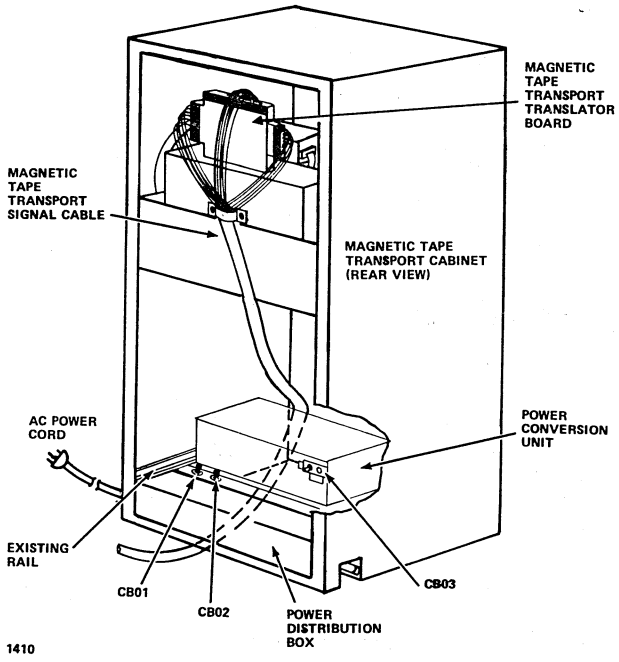
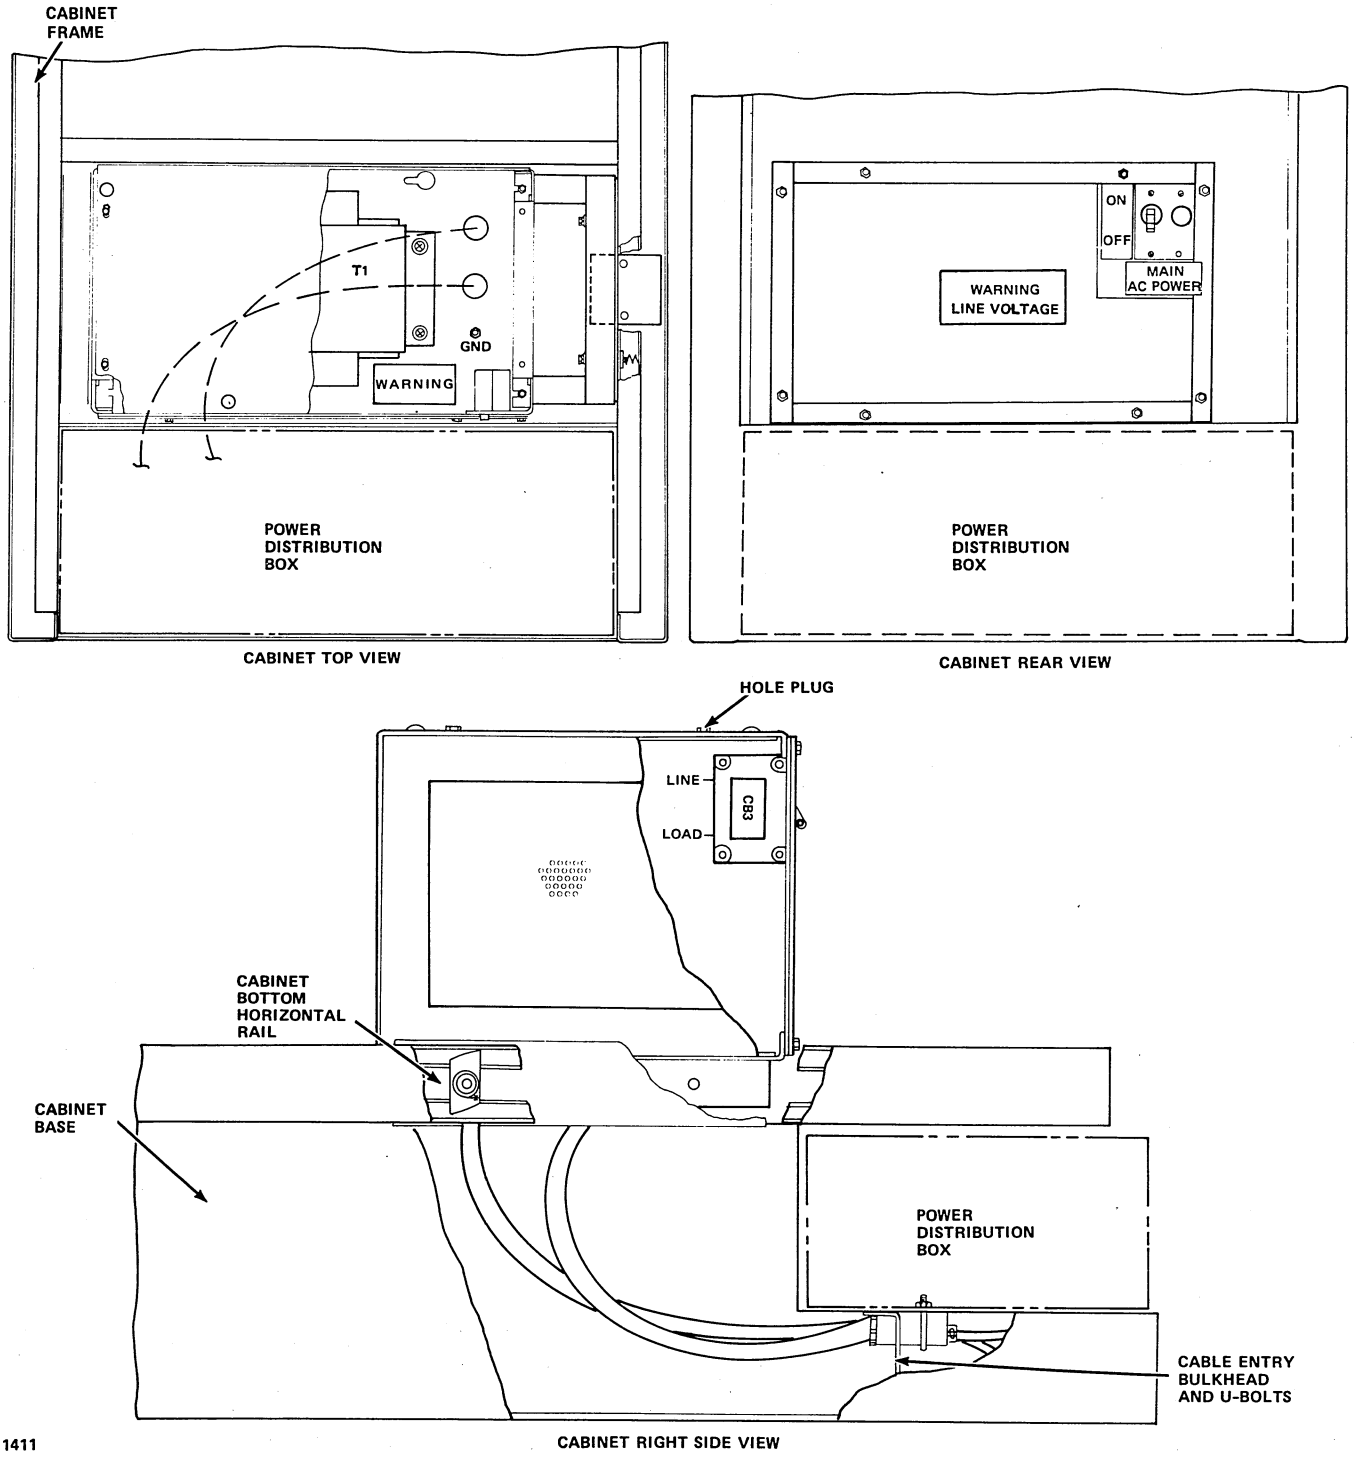

Figure 28-1. Power Conversion Unit Location
Figure 28-2. Power Conversion Unit Installation
The mechanical and electrical installation must be performed sequentially as follows. Figure 28-1 shows the location of the power conversion unit in the cabinet; figure 28-2 illustrates the installation of the power conversion unit.
6. Place the frame support (part number 96752906) and two shims (part number 96752909) in position at the bottom of the cabinet on the lower horizontal rail and forward of the power distribution box. Secure the shims and support to the rail using four each of the following: hex-head cap screws, spring lock washers, plain washers, and spring nuts (part numbers, 10126506, 10125806, 10125608, and 39005406, respectively). Refer to figure 28-2. Allow sufficient clearance to route data cables behind the power conversion transformer housing as shown in figure 28-1.
9. Place the channel cover, with the transformer and cable assemblies attached, atop the frame support with the cables extended downward through the center of the frame support and to the left. Refer to figure 28-2 for cable routing. Route the cables through the cable entry bulkhead on the underside of the power distribution box.
Refer to figure 28-2 for proper circuit breaker orientation.
19. Route the tinned ends of the transformer output cable through the original input power cord clamp of the power distribution box, and connect the ends to TB01. Refer to figure 28-2.
23. As shown in figure 28-2, attach the warning plate (part number 24547539) to the bottom of the channel cover in front of the transformer.
the transformer cover as shown in figure 28-2. Remove the MAIN POWER label from the power distribution box at CB02.